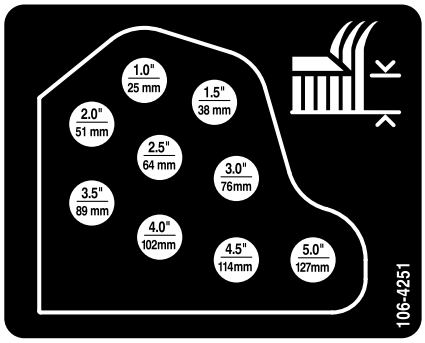

Figuur 17
10. Bevestig de maaihoogtekettingen aan de gewenste maaihoogteopening met de gaffelpen en de R-pen (Figuur 17).